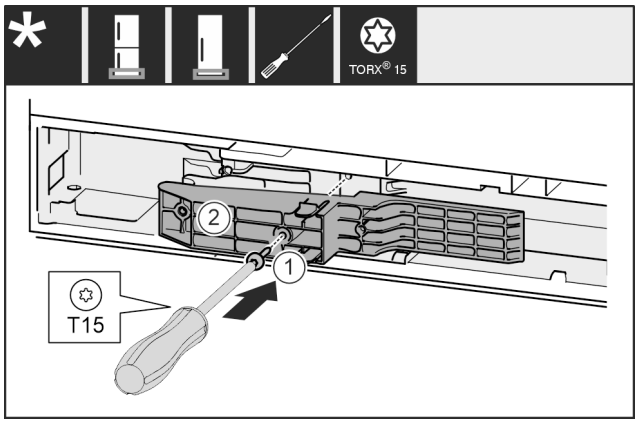

*Fig. 67 **
▶ Adapterstück *Fig. 67 (1)* auf der Griffseite in die Aussparung einsetzen.*
▶ Schraube *Fig. 67 (2)* mit Schraubendreher festschrauben.*